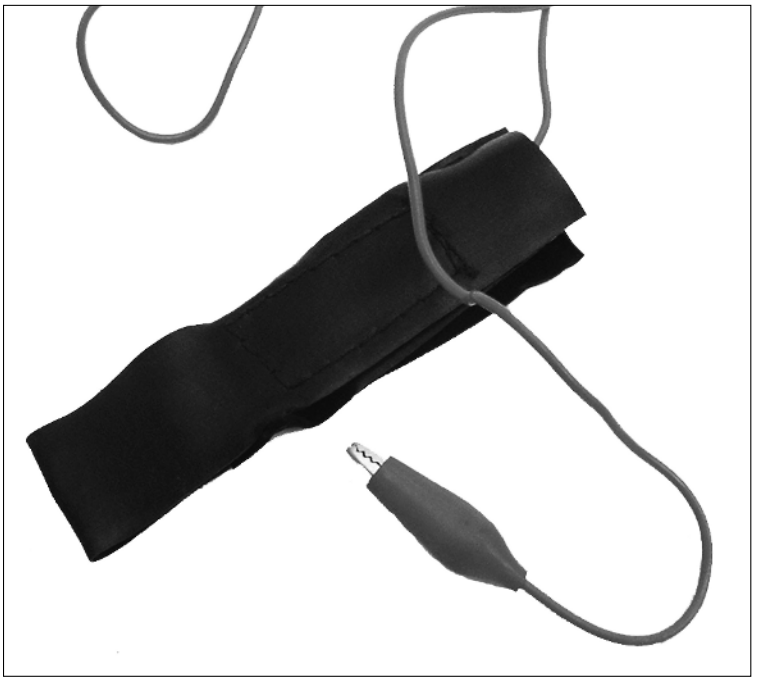

Figure 2-1: An anti-static wrist-strap reduces or eliminates the dangers of electro-static discharge.
- **Use an anti-static wrist strap.** As a further aid in reducing static electricity, also wear an anti-static wrist strap when working on electronic gear. This wrist strap, like the one shown in Figure 2-1, grounds you at all times and prevents static build-up. This strap is one of the most effective means of eliminating electrostatic discharge — and it's one of the least expensive. Most anti-static wrist straps cost under $5 and are worth every penny. To use the strap, roll up your shirt sleeves and remove watches, bracelets, rings, and any other metallic objects. Wrap the strap around your wrist and make sure that it's tight. Securely attach the wire from the wrist-strap to a proper earth ground, as the instruction sheet that comes with the strap explains.